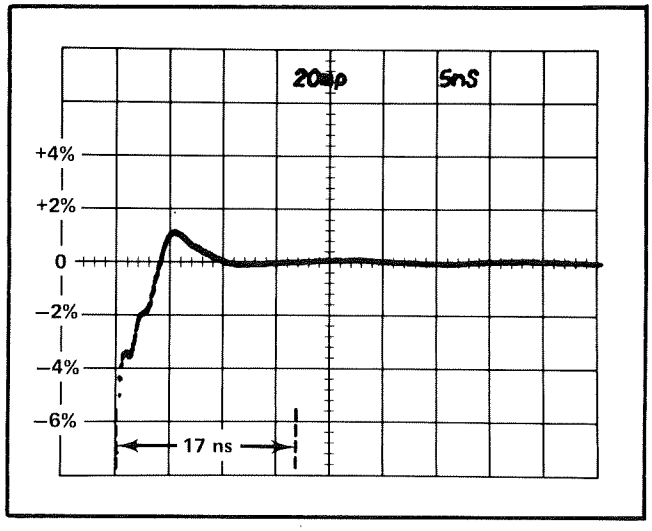

Fig. 5-9. Pulse aberrations of the S-5, S-54 and 7S12 system.
e. Set the mρ/DIV switch at 20 and place the step near the left edge of the graticule. See Fig. 5-9 for this waveform.